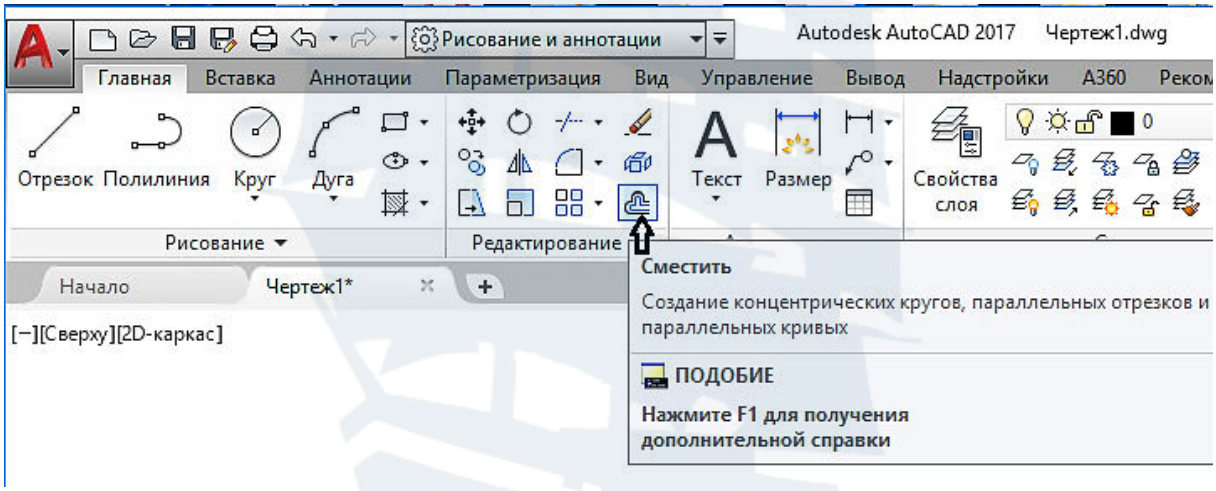

Рис. 79
– щелчком мыши по кнопке **Сместить** на панели инструментов **Редактирование** на вкладке **Главная** ленты инструментов (рис. 79);